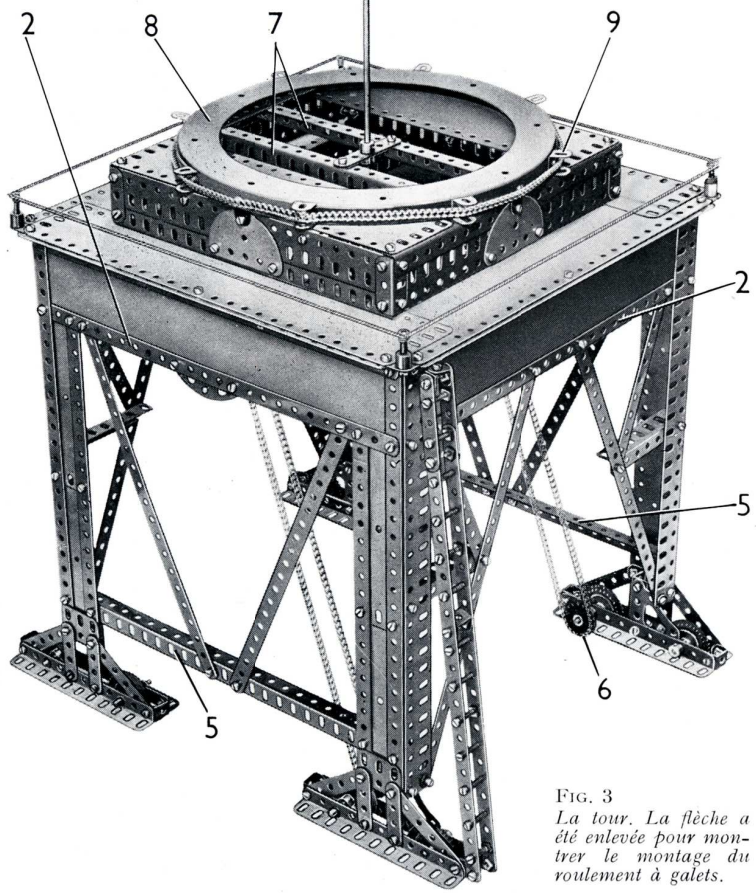

Fig. 3
Les montants sont réunis à leurs extrémités supérieures par des plaques-bandes de 25 trous qui sont bordées par des cornières de 25 trous (1) et par des bandes de 25 trous (2). L'assemblage des cornières (1) est renforcé par des grands goussets d'assemblage boulonnés sur les cornières, et une plaque-bande de 25 trous est fixée sur chacune des cornières (1) comme le montre la figure 3.
Chacun des côtés de la plate-forme surélevée située au sommet de la tour est formé par une cornière de 19 trous et par une poutrelle plate de 19 trous. Ces pièces sont réunies à leurs extrémités par des cornières de 3 trous, et deux plaques-bandes de 19 trous et deux cornières de 19 trous (7) (fig. 3) sont boulonnées au travers du carré ainsi obtenu. Les cornières de 19 trous de deux des côtés sont fixées sur le dessus de la tour, et les poutrelles plates de 19 trous des deux autres sont réunies au sommet par des cornières de 7 trous.
19 mm. fixés chacun sur le rebord extérieur d'une bande coudée par deux écrous. La roue à boudin est tenue écartée du rebord par une rondelle et par un troisième écrou placé sur le boulon. Les roues à boudin sont placées entre les bords intérieurs des couronnes (8) et (24) (fig. 3 et 5).